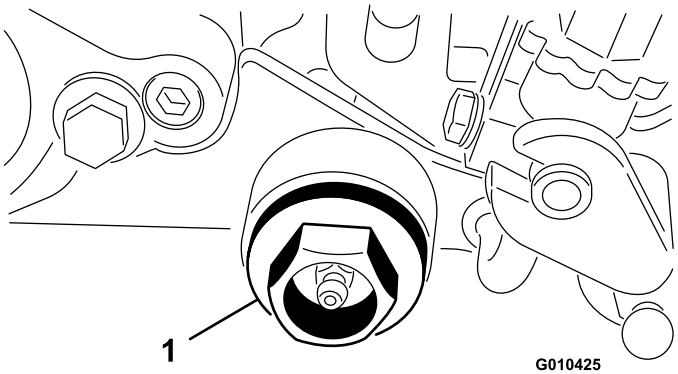

Figura 11
14. Aperte o tampão na caixa do rastelo (Figura 11).